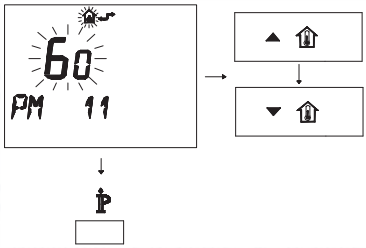

Fig. 7.31
- To modify the programmed SET, act on buttons ▲ or ▼ and wait for the programmed number to flash (Fig. 7.31). Each step increased or decreased corresponds to 1 second.